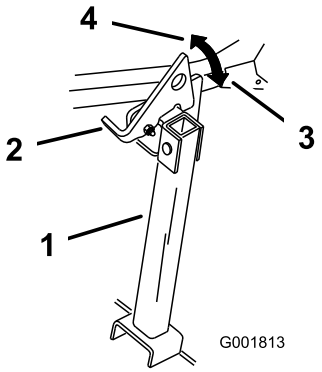

**Figur 42**
2. Løft klinken til ulåst position (Figur 42).